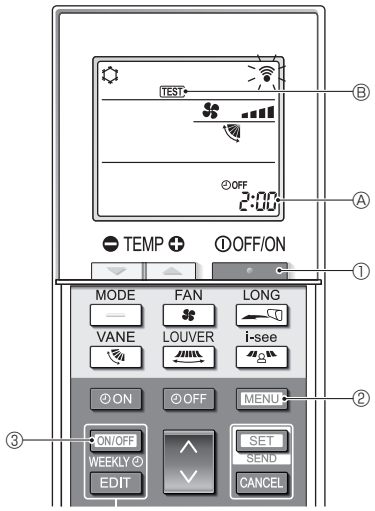

Rys. 7-5
7.2.2. Za pomocą bezprzewodowego pilota zdalnego sterowania (Rys. 7-5)
■ **Praca próbna (Rys. 7-5)**
1. Nacisnąć przycisk ①, aby wyłączyć klimatyzator.
- Jeśli programator tygodniowy jest włączony (jest wyświetlana ikona WEEKLY), należy nacisnąć przycisk ON/OFF WEEKLY ③, aby go wyłączyć (nie jest wyświetlana ikona WEEKLY).
2. Nacisnąć przycisk MENU ② na 5 sekund.
3. Nacisnąć przycisk MENU ②.